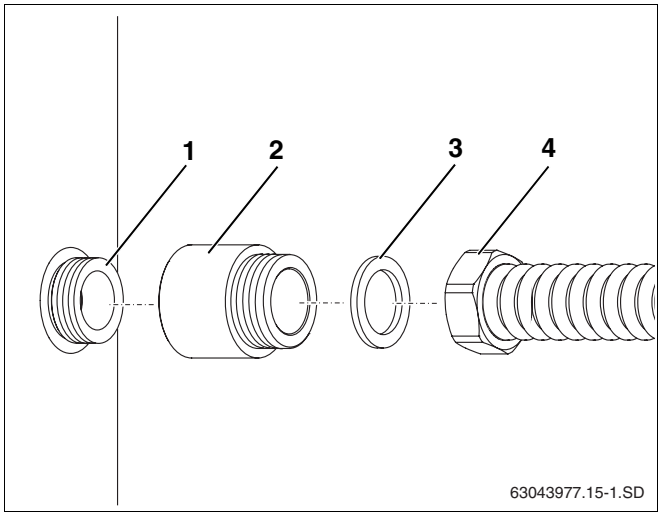

Afb. 13 Twin Tube DN 20 aan boileraansluiting monteren
Het kraanverlengstuk Rp1 × R1 (afb. 13, **pos. 2**) wordt op de boileraansluiting R1 (afb. 13, **pos. 1**) gebruikt om een beter afdichtingsvlak bij de boileraansluiting te verkrijgen.
- Schroef het kraanverlengstuk Rp1 × R1 (afb. 13, **pos. 2**) op de boileraansluiting R1 (afb. 13, **pos. 1**).
- Plaats de afdichting D24 x 30 (afb. 13, **pos. 3**) in de wartelmoer (afb. 13, **pos. 4**).
- Schroef de wartelmoer (afb. 13, **pos. 4**) van de inox flexibel op de R1-schroefdraad van het kraanverlengstuk (afb. 13, **pos. 2**).